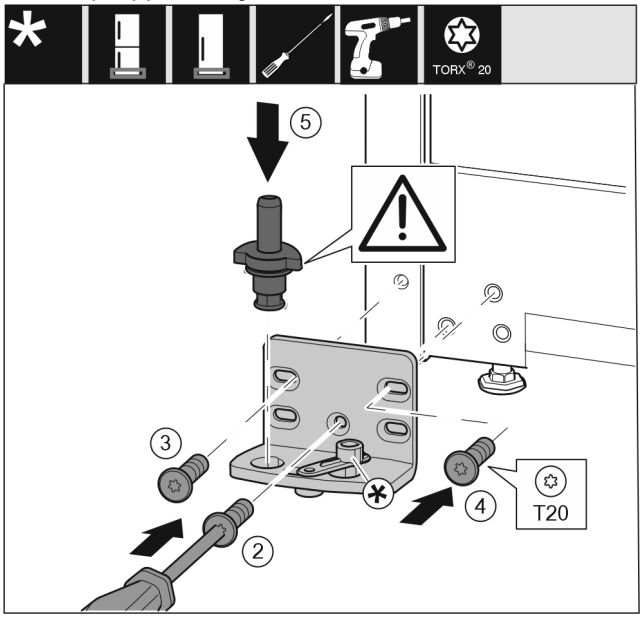

Fig. 14
▶ Установите опорный кронштейн с другой стороны и прикрутите с помощью отвертки T20. Начинайте с винта 2 снизу в центре. *Fig. 14 (2)*
▶ Затяните винты 3 и 4. *Fig. 14 (3,4)*
▶ Установите опорный палец в сборе. При этом следите за тем, чтобы выступ фиксатора был направлен назад. *Fig. 14 (5)*